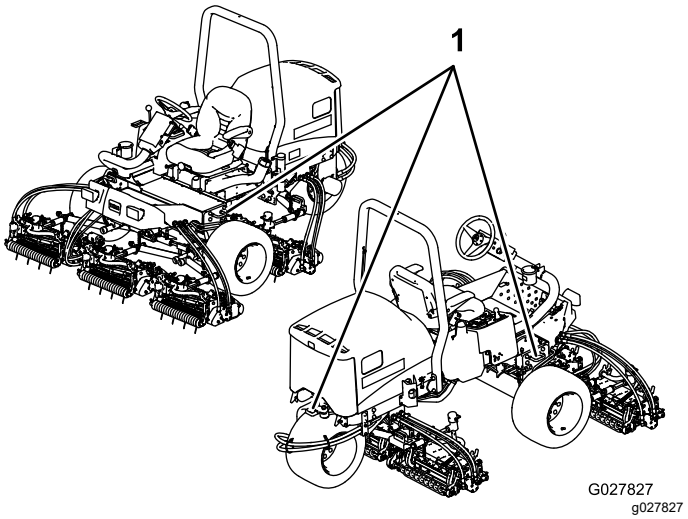

Figur 39
5. Bruk metallbindeløkkene på maskinen for å feste maskinen sikkert til tilhengeren eller lastebilen med remmer, kjettinger, vaier eller tau (Figur 39).